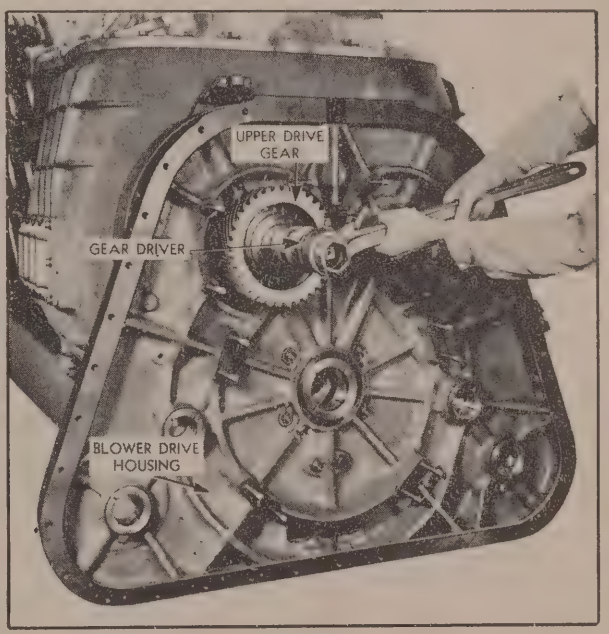

Fig. 13K
6. White lead blower rotor shaft spline and place blower drive gear on shaft with concave side of hub toward the housing. Press gear on shaft until it bottoms. (See Fig. 13K.)